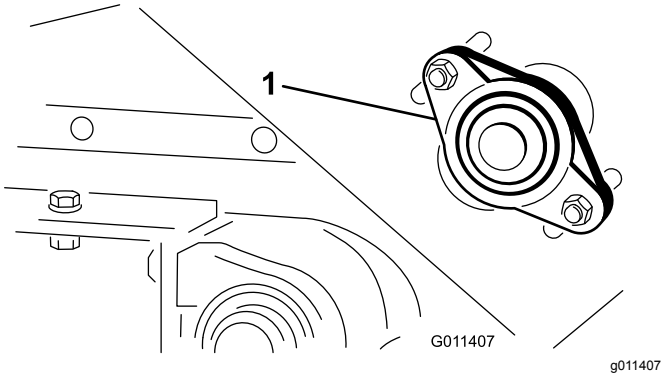

Figur 22
1. Løsn de møtrikker, som fastgør lejehuset (Figur 22) til maskinens højre side.